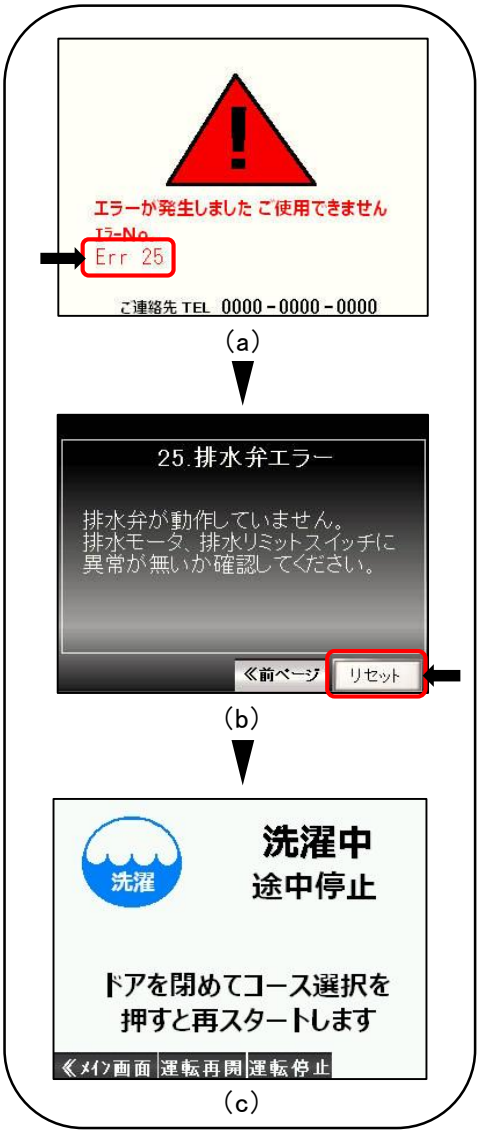

図 9-1
[図 9-1(a)]
[図 9-1(b)]
- エラーが解除されると途中停止動作の状態になり、途中停止画面に切り替わります。[図 9-1(c)]